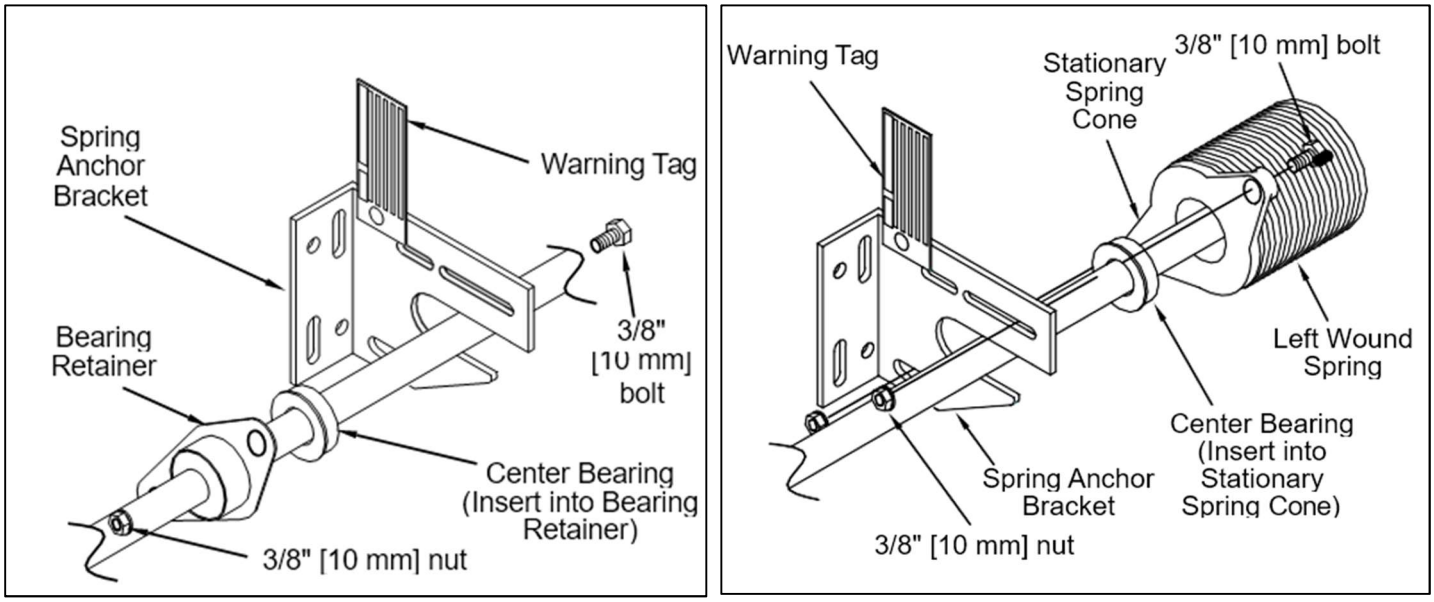

***Figure 17 – SPRING ANCHOR BEARING ASSEMBLY***
42. Loosen all set screws on winding cones, couplers, and spools. In this order, slide the center bearing, spring (with cones), spool, spool-bearing spacer, shaft bearing, and sprocket onto shaft as seen in **Figures 17 & 18**.